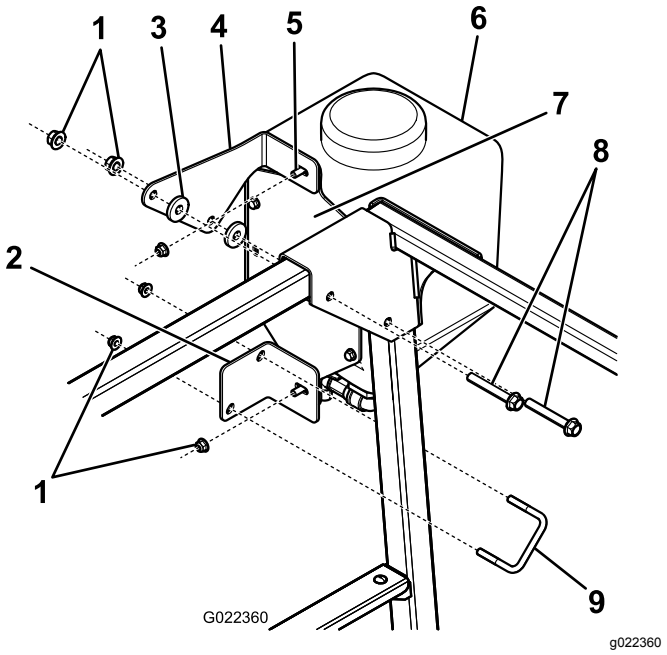

Figuur 25
1. Monteer de bovenste en onderste beugel op de schoonwatertank. Gebruik 2 flenskopmoeren en flensmoeren (Figuur 25).
2. Bevestig de bovenste watertankhouder aan de rolbeugel; gebruik hierbij 2 ringen, 2 bouten en de oude moeren (Figuur 25).
3. Bevestig de onderste watertankhouder aan de rolbeugel; gebruik de U-bout en 2 flensmoeren (Figuur 25).